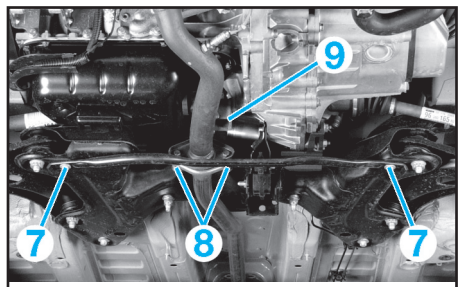

Fig.17
Déposer les vis (7) de la barre anti-rapprochement puis celle-ci (Fig.17).